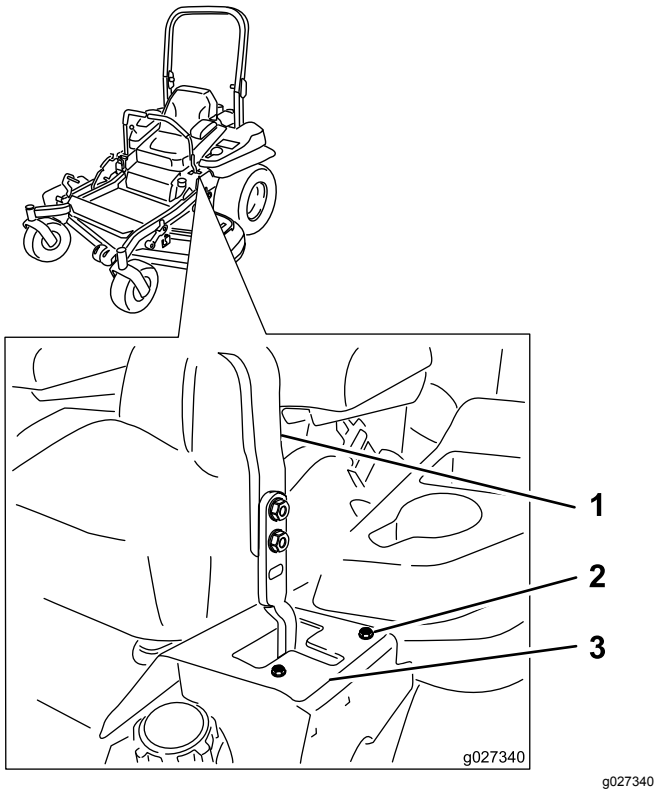

**Figuur 68**
6. Als de machine een afwijking naar rechts heeft, draai dan de bouten los en breng de linker aanslagplaat naar achteren op de linker T-sleuf tot de machine recht rijdt (Figuur 68).
7. Als de machine een afwijking naar links heeft, draai dan de bouten los en breng de rechter aanslagplaat naar achteren op de rechter T-sleuf tot de machine recht rijdt (Figuur 68).
8. Zet de aanslagplaat vast (Figuur 68).